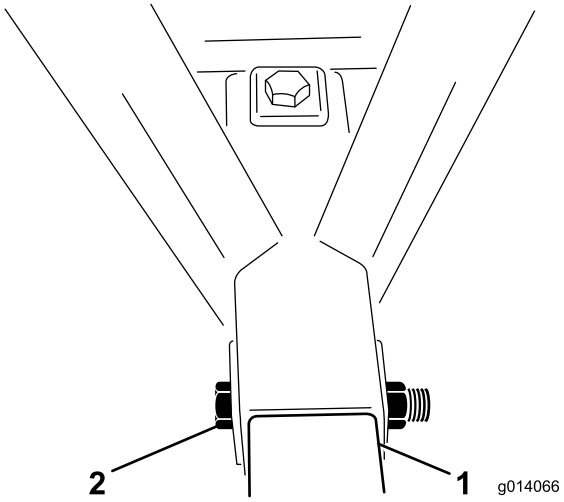

Rysunek 4
5. Umieść jedną śrubę 1 x 6-1/2 cala w ramie i rurze zaczepu i zamocuj przeciwnakrętkę (Rysunek 4).
6. Umieść drugą śrubę 1 x 6-1/2 cala w górnej części ramy i wsuń ją przez rurę zaczepu. Zamocuj przeciwnakrętkę (Rysunek 4).